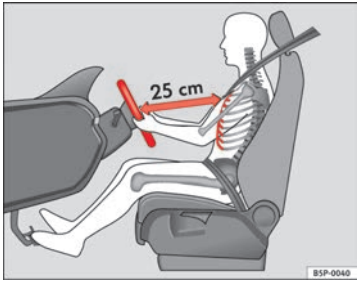

Fig. 137 Proper sitting position for driver
– Adjust the steering wheel until the correct position is set ⇒ fig. 137.
- **Adjust the driver seat or steering wheel so that there is a distance of at least 25 cm between the steering wheel and your chest ⇒ fig. 137. If you fail to observe the minimum distance, the airbag will not protect you. Risk of fatal injury.**